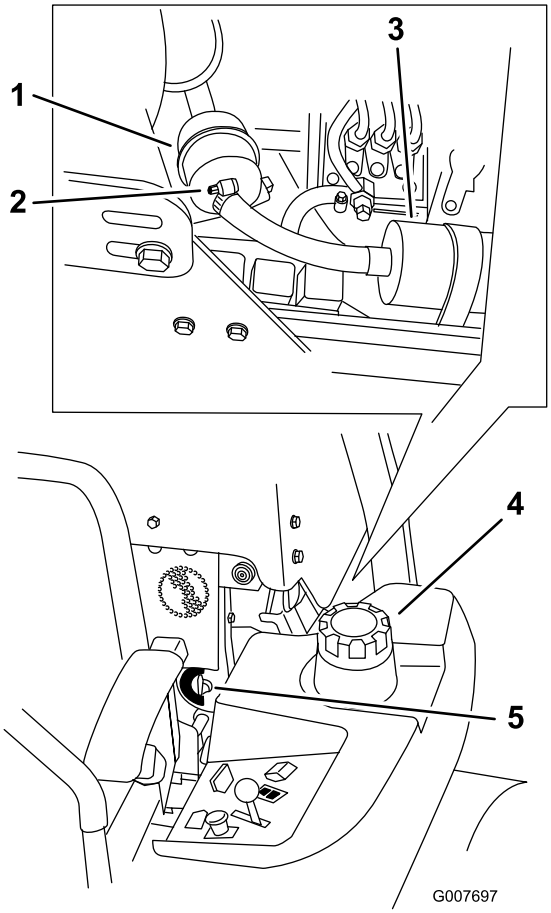

Figuur 42
4. Sluit de brandstofafsluitklep(Figuur 42).
5. Maak de slangklemmen los en ontkoppel de brandstofslangen van het brandstoffilter (Figuur 42).
6. Plaats een nieuw filter. Sluit de brandstofslangen aan op het brandstoffilter en monteer de twee slangklemmen (Figuur 42).